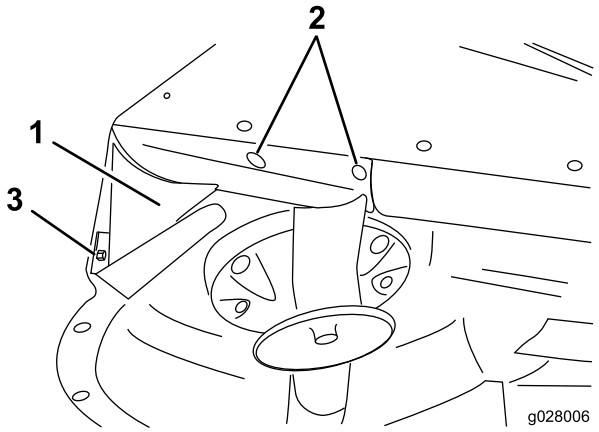

Bild 9
7. Fluchten Sie das hintere Ablenkblech mit der Kante der Auswurfkanalöffnung aus (Bild 9).
11. Verwenden Sie die hintere Schutzvorrichtung als Schablone und bohren zwei Löcher (Durchmesser von 9/32") durch die Mitte der gekrümmten Kante des Mähwerks (Bild 9).